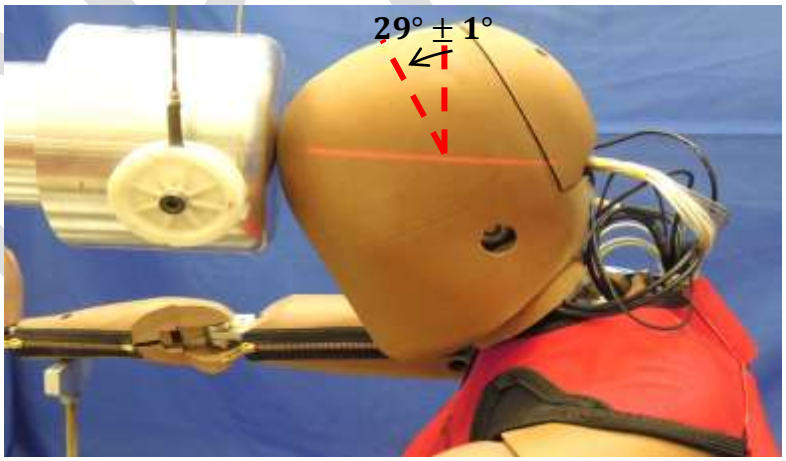

Figure 1-2. Angle of head and alignment with impactor.
1.5.5 Set the head so that the angle measured by the head CG tilt sensor is 0 ± 0.5° in the X-axis and -29 ± 1° in the Y-axis (Figure 1-2).
1.5.6 Position the dummy so that the head is just touching the impactor face (Figure 1-2) when the probe is at its lowest position (at rest). The dummy should be seated so that the centerline of the probe axis aligns with the dummy's midsagittal plane.